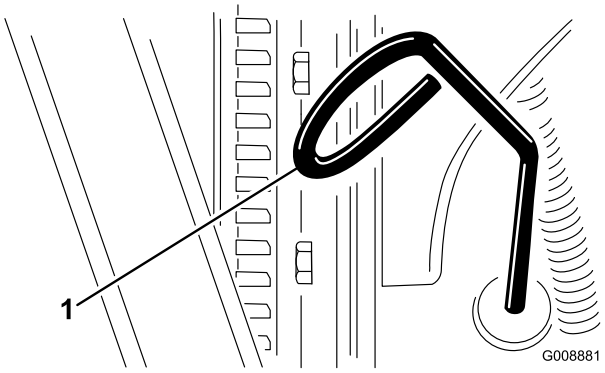

Figur 24
2. Ta ut oljestickan (Figur 24) och torka av den med en ren trasa.